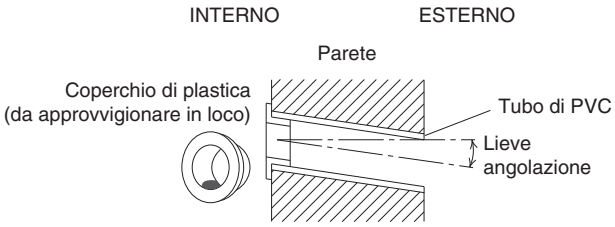

Fig. 3-9
(6) Posizionare il coperchio di plastica all'estremità del tubo (solo lato unità interna) e inserirlo nella parete. (Fig. 3-9)